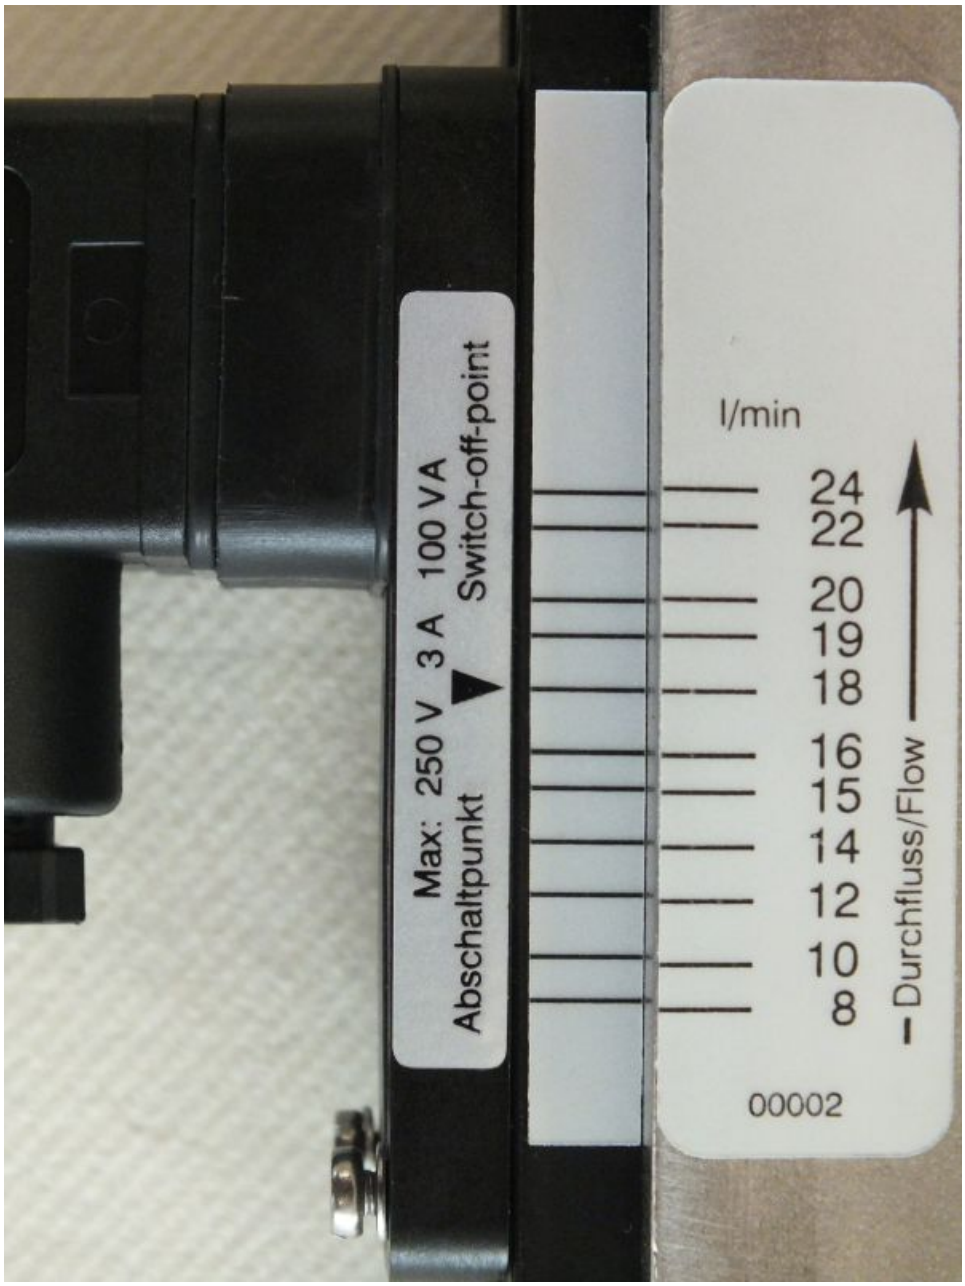

Fig. 40: Reading-off the switch point (example)
1. Make sure that the setting arrow, the scale mark on the additional label on the guide rail and the scale mark of the switch point adjustment scale are in alignment. (*Fig. 40*)